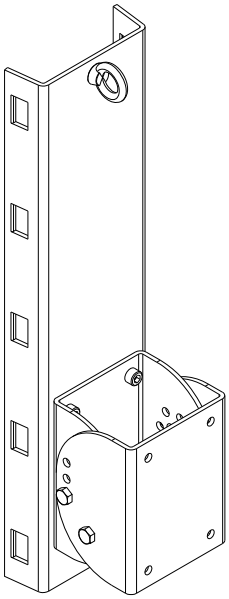
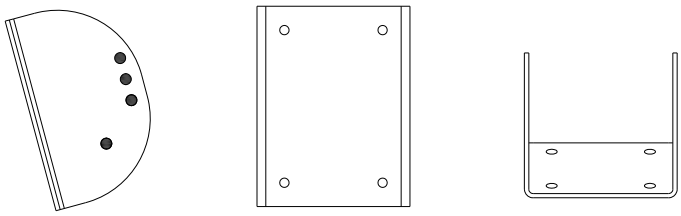
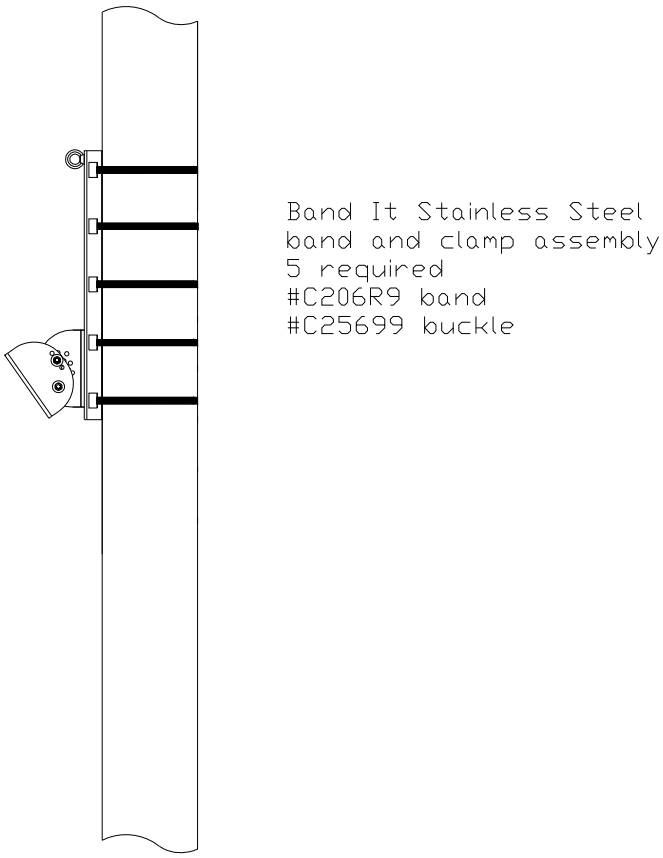

Figure 1
Figure 2
Figure 4
Figure 1 represents the isometric and top views of the pole bracket, including the loudspeaker bracket section.
The loudspeaker bracket is shown separately in Figure 2.
1. Mount the pole mount section (see figure 1) of the bracket to the pole at the desired height on the pole. The loudspeaker bracket shown in Figure 2 should be removed prior to hanging the pole mount section. The bracket is mounted to the pole using BAND-IT stainless steel bands. DO NOT SUSTITUTE bands of other material or other widths! There are FIVE locations on the pole bracket for bands. ALL FIVE LOCATIONS MUST BE USED. Figure 4 illustrates the locations for the stainless steel band clamps.
4. The loudspeaker may now be placed on the pole bracket (see figure 2).